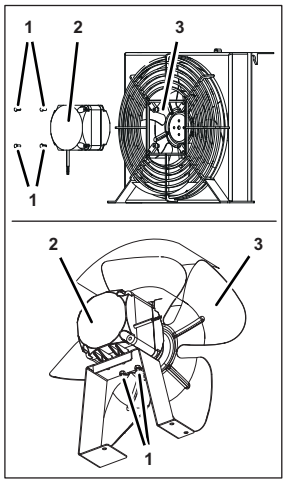

Fig. 92
4. Remove the fan blade (Fig. 92/3) from the fan motor (Fig. 92/2).
5. Remove the fastening bolts/the fastening nuts (Fig. 92/1) from the fan motor (Fig. 92/2).
6. Attach the new fan motor (Fig. 92/2) using the fastening bolts/fastening nuts (Fig. 92/1).
7. Attach the fan blade (Fig. 92/3) to the fan motor (Fig. 92/2).